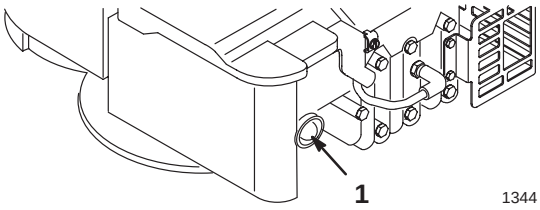

Figur 9
2. Snapsa tre gånger, vänta en sekund mellan varje snapsning (figur 9).